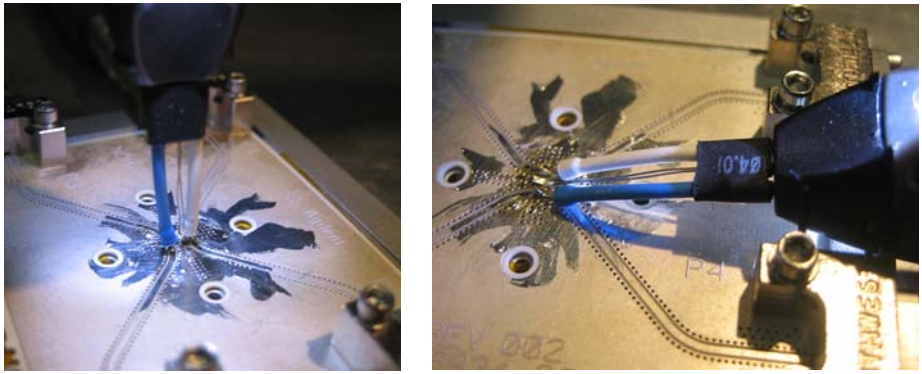

Figure 15 Nominal Connections
- As shown in Figure 15, the tip wires are assumed to be kept roughly parallel from the N2750A probe to the solder-in point. Dramatically spreading the tip wires to cover a large span, significantly alters the input model and a new model would be needed.